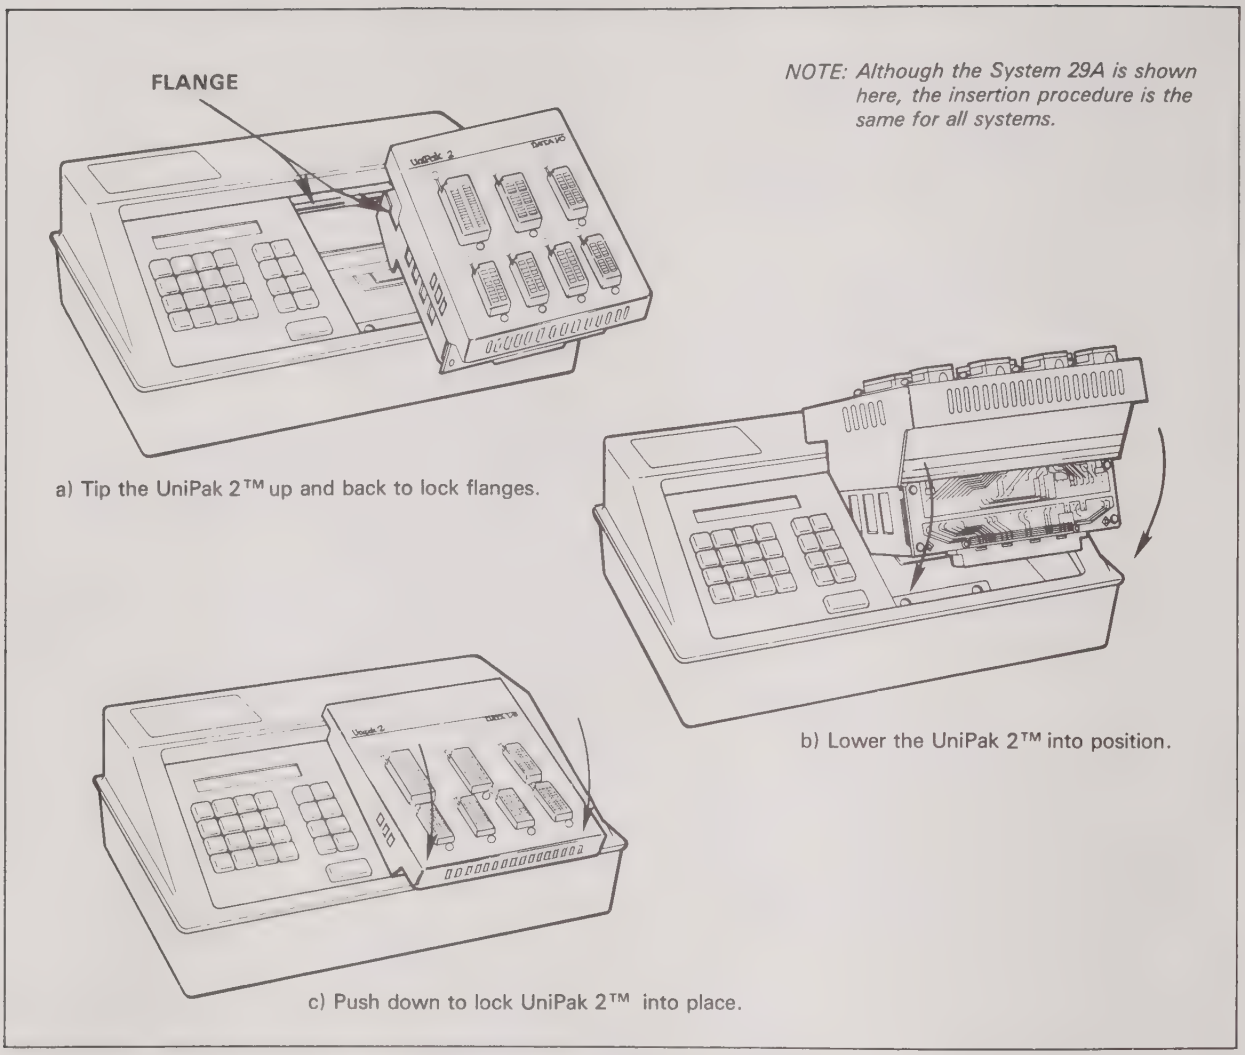

Figure 2-1. UniPak 2™ Installation
2. Remove the metal shield (if any) shown in figure 2-1.
1. Slide the UniPak 2™ into the opening in the programmer (figure 2-1).
2. Tilt the UniPak 2™ up and gently push it back to hook the flange of the UniPak 2™ over the back edge of the programmer opening (figure 2-1, a).
3. Lower the UniPak 2™ into position as shown in figure 2-1, b.
4. Press gently on the front edge of the UniPak 2™ to ensure a good connection (figure 2-1, c).